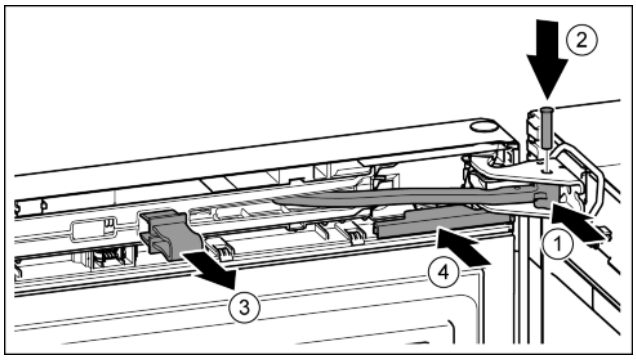

Fig. 40
▶ Otočte kloub ve stojanu ložiska. *Fig. 40 (1)*
▶ Vložte čep do stojanu ložiska a kloubu. Přitom dávejte pozor, aby byla zajišťovací vačka správně usazena v drážce. *Fig. 40 (2)*
▶ Pojistku vytáhněte. *Fig. 40 (3)*
▶ Kryt nasuňte. *Fig. 40 (4)*